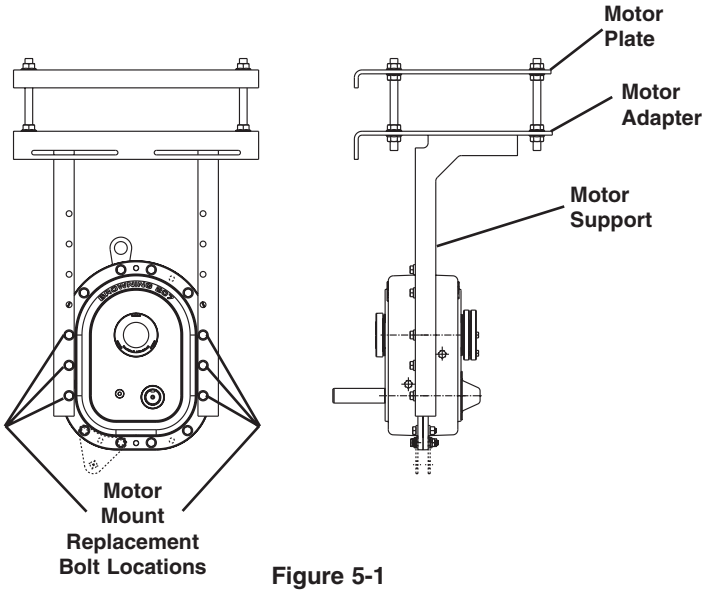

Figure 5-1
5.1.1 Remove the three housing flange bolts and washers on each side as shown in Figure 5-1.